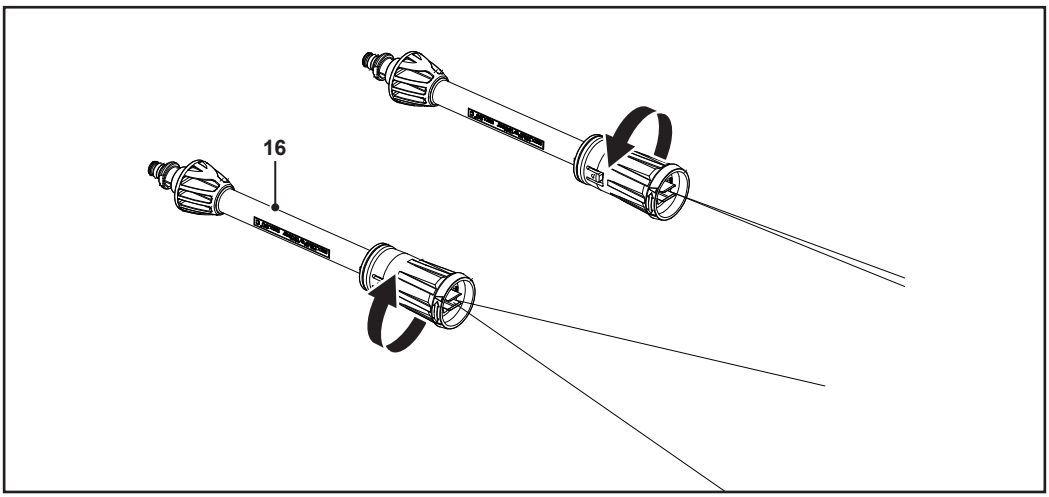

Fig. 10
Tourner la buse réglable (16) pour passer d'un jet en éventail large pour les grandes surfaces à un jet direct pour un nettoyage ciblé (Fig. 10).